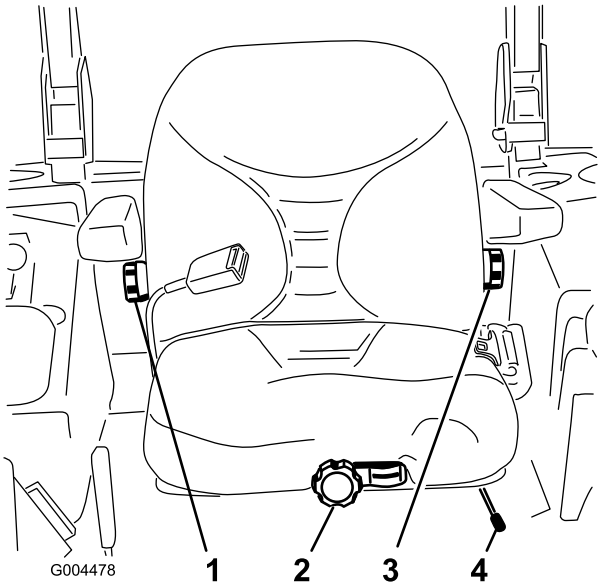

Figur 20
1. Sædet kan justeres ved at flytte håndtaget til siden for at låse sædet op (Figur 20).
Drej knappen foran på sædet i den ene eller den anden retning, mens du ikke sidder i førersædet, for at opnå den mest behagelige position (Figur 20).
Drej knappen under det højre armlæn til højre eller venstre for at opnå den mest behagelige position (Figur 20).
Drej knappen under det venstre armlæn til højre eller venstre for at opnå den mest behagelige position (Figur 20).